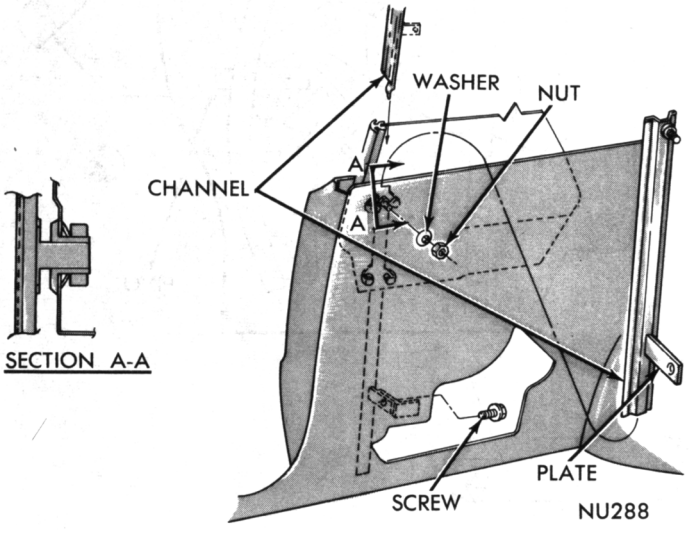
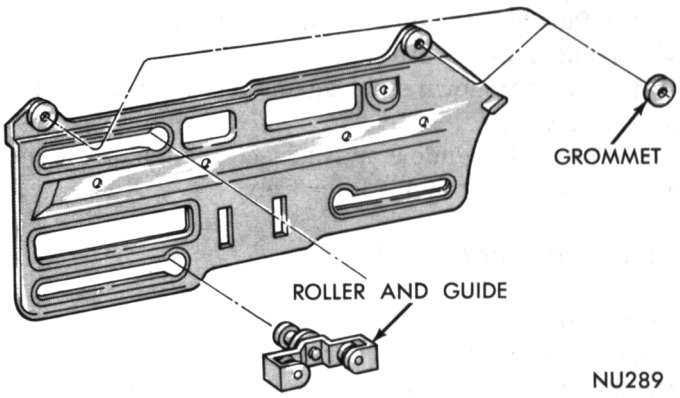
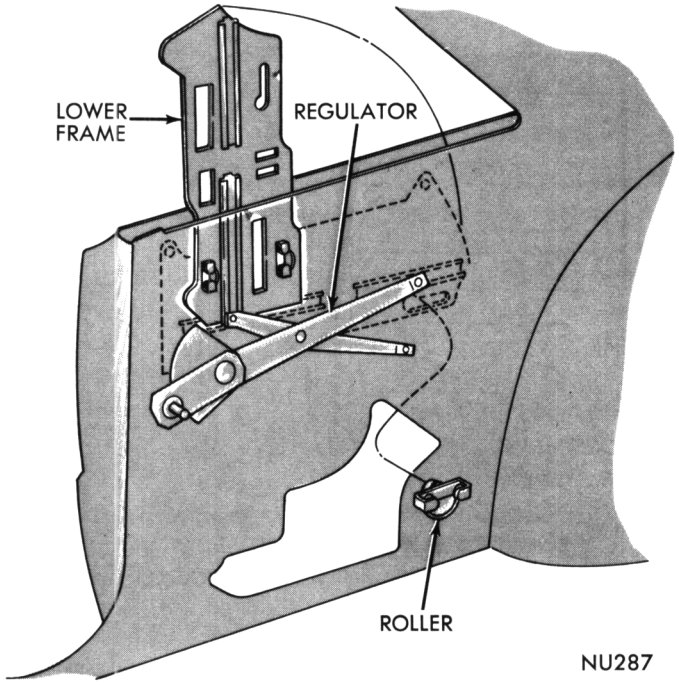

Fig. 65—Front Track Assembly
Fig. 66—Glass Lower Frame Assembly
Fig. 68—Glass Lower Frame Replacement
(1) Remove nut and washer from sleeve nut at upper end of track (Fig. 65).
(2) Remove track lower plate to support screw.
(3) Push track inward and move track and roller assemblies rearward to disengage rollers from glass lower frame.
(4) Remove track and rollers out of panel through large access hole.
(5) Remove roller assemblies from track (Fig. 66).
(1) Position roller and guide assemblies on track.
(2) Insert track assembly in quarter panel.
(3) Position roller assemblies into slots of glass lower frame (Fig. 66).
(4) Insert sleeve nut on upper end of track into hole of inner panel (Fig. 65).
(5) Align track lower plate to support and secure with screw.
(6) Place spring washer, concave side facing outboard, on track upper sleeve nut and install retaining nut.
Removal (Fig. 68)
(1) Inspect glass lower frame to be sure grommets are installed at the upper outer holes (Fig. 66).
(2) Insert roller and guide assemblies into lower frame front upper and lower slots.
(3) Slide front end of lower frame into panel and engage front of lift channel to slide on regulator front arm (Fig. 68).
(4) Turn frame to normal position and engage rear channel to regulator rear arm slide.
(5) Position roller and guide assembly, on rear track, into rear slot of lower frame.
(6) Install rear track assembly on inner panel.
(7) Install glass assembly.